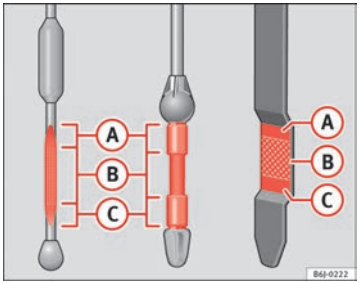

Fig. 162 Engine oil dipstick
– Then pull it out once more and check the oil level ⇒ Fig. 162. Top up with engine oil if necessary.